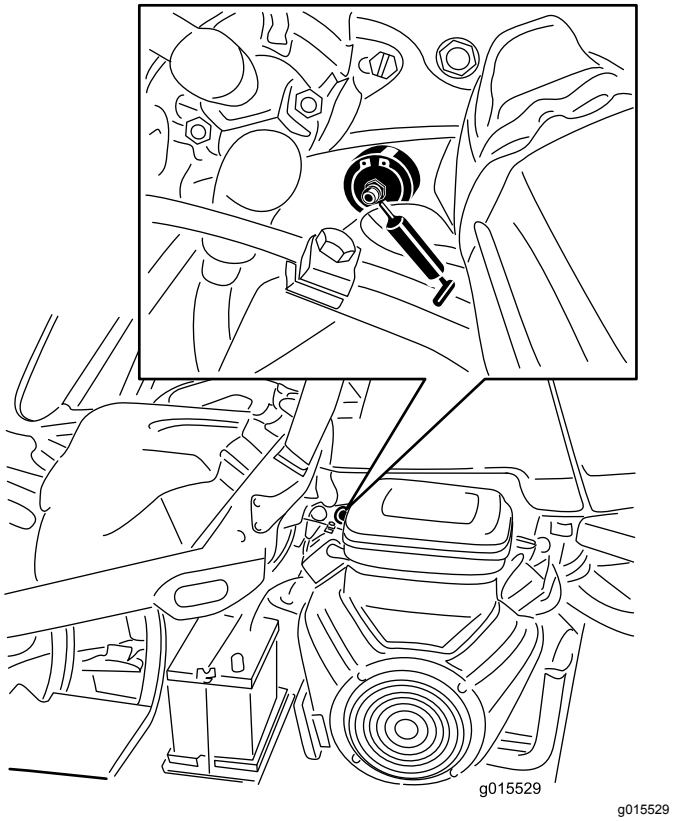

Figur 25
1. Tør smøreniplen ren, så der ikke kan komme fremmedlegemer ind i lejet eller bøsningen (Figur 25).